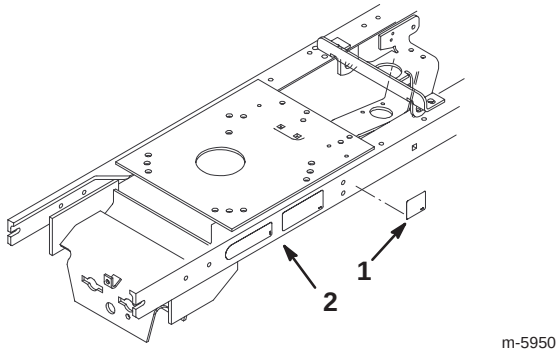

Bild 17
1. Reinigen Sie einen Bereich an der linken Seite des Traktorrahmens für das Schild (Bild 17)
2. Montieren Sie das Schild auf dem Traktorrahmen (Bild 17)